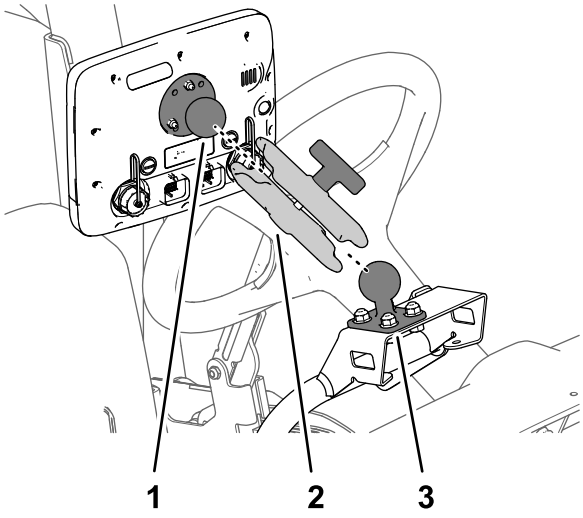

Figur 165
3. Monter monitorens kuglefitting og kuglebeslaget på maskinen til monitorarmen (Figur 165).
4. Juster monitoren, så den kan ses fra maskinens førersæde, og stram monitorarmens greb med håndkraft (Figur 165).